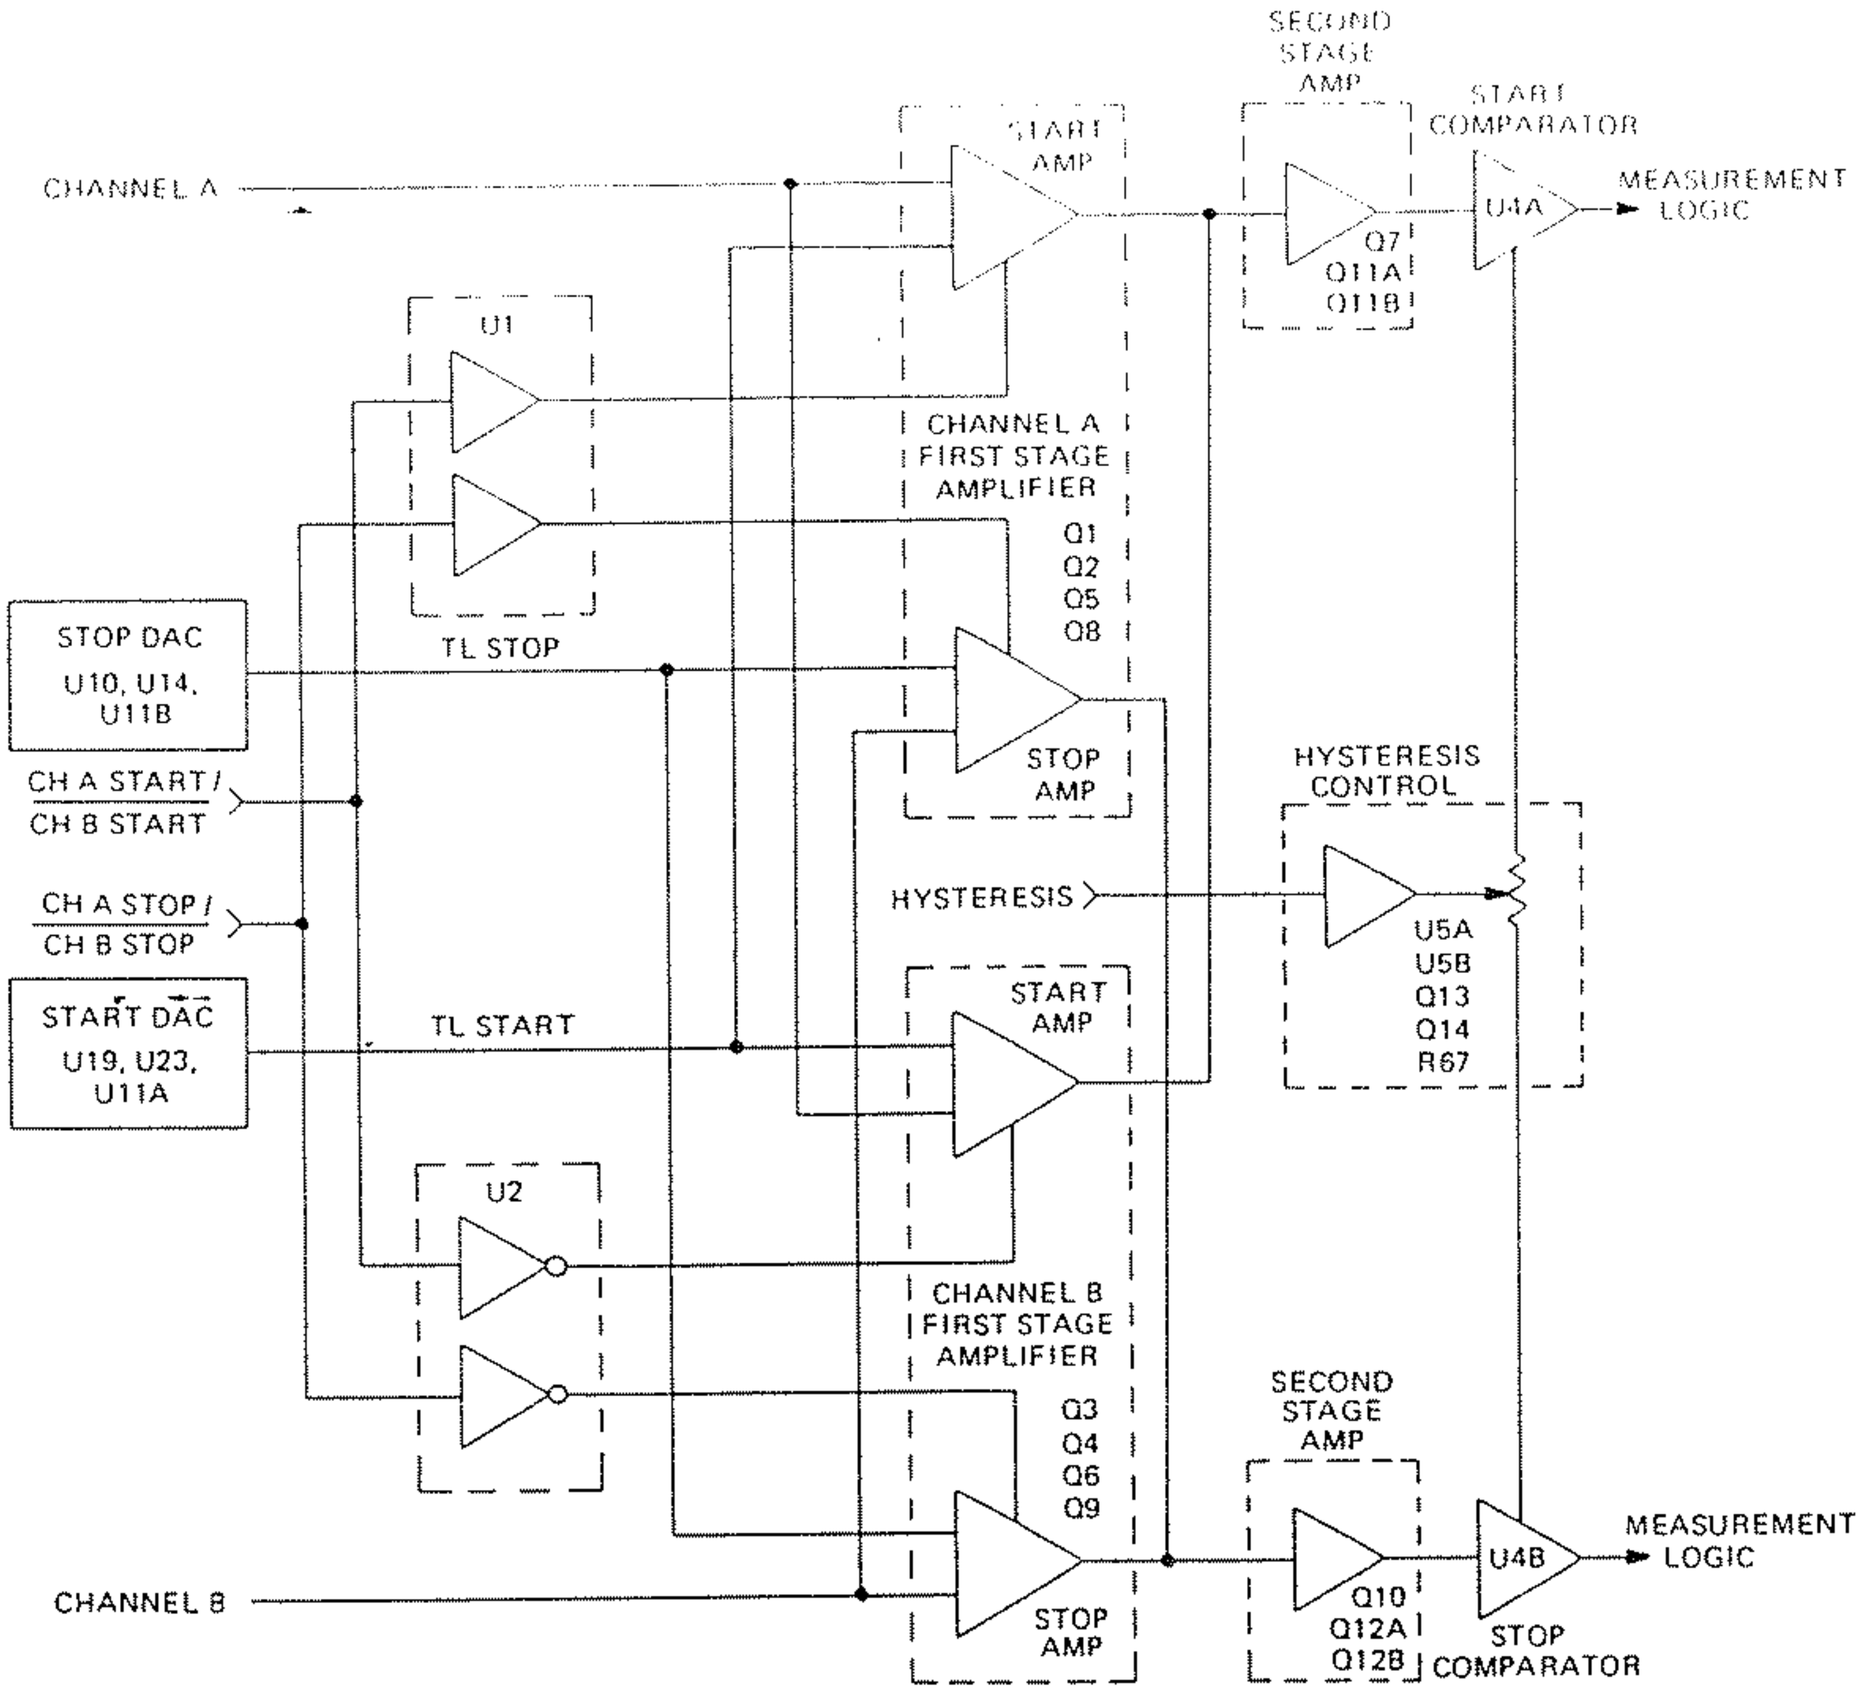
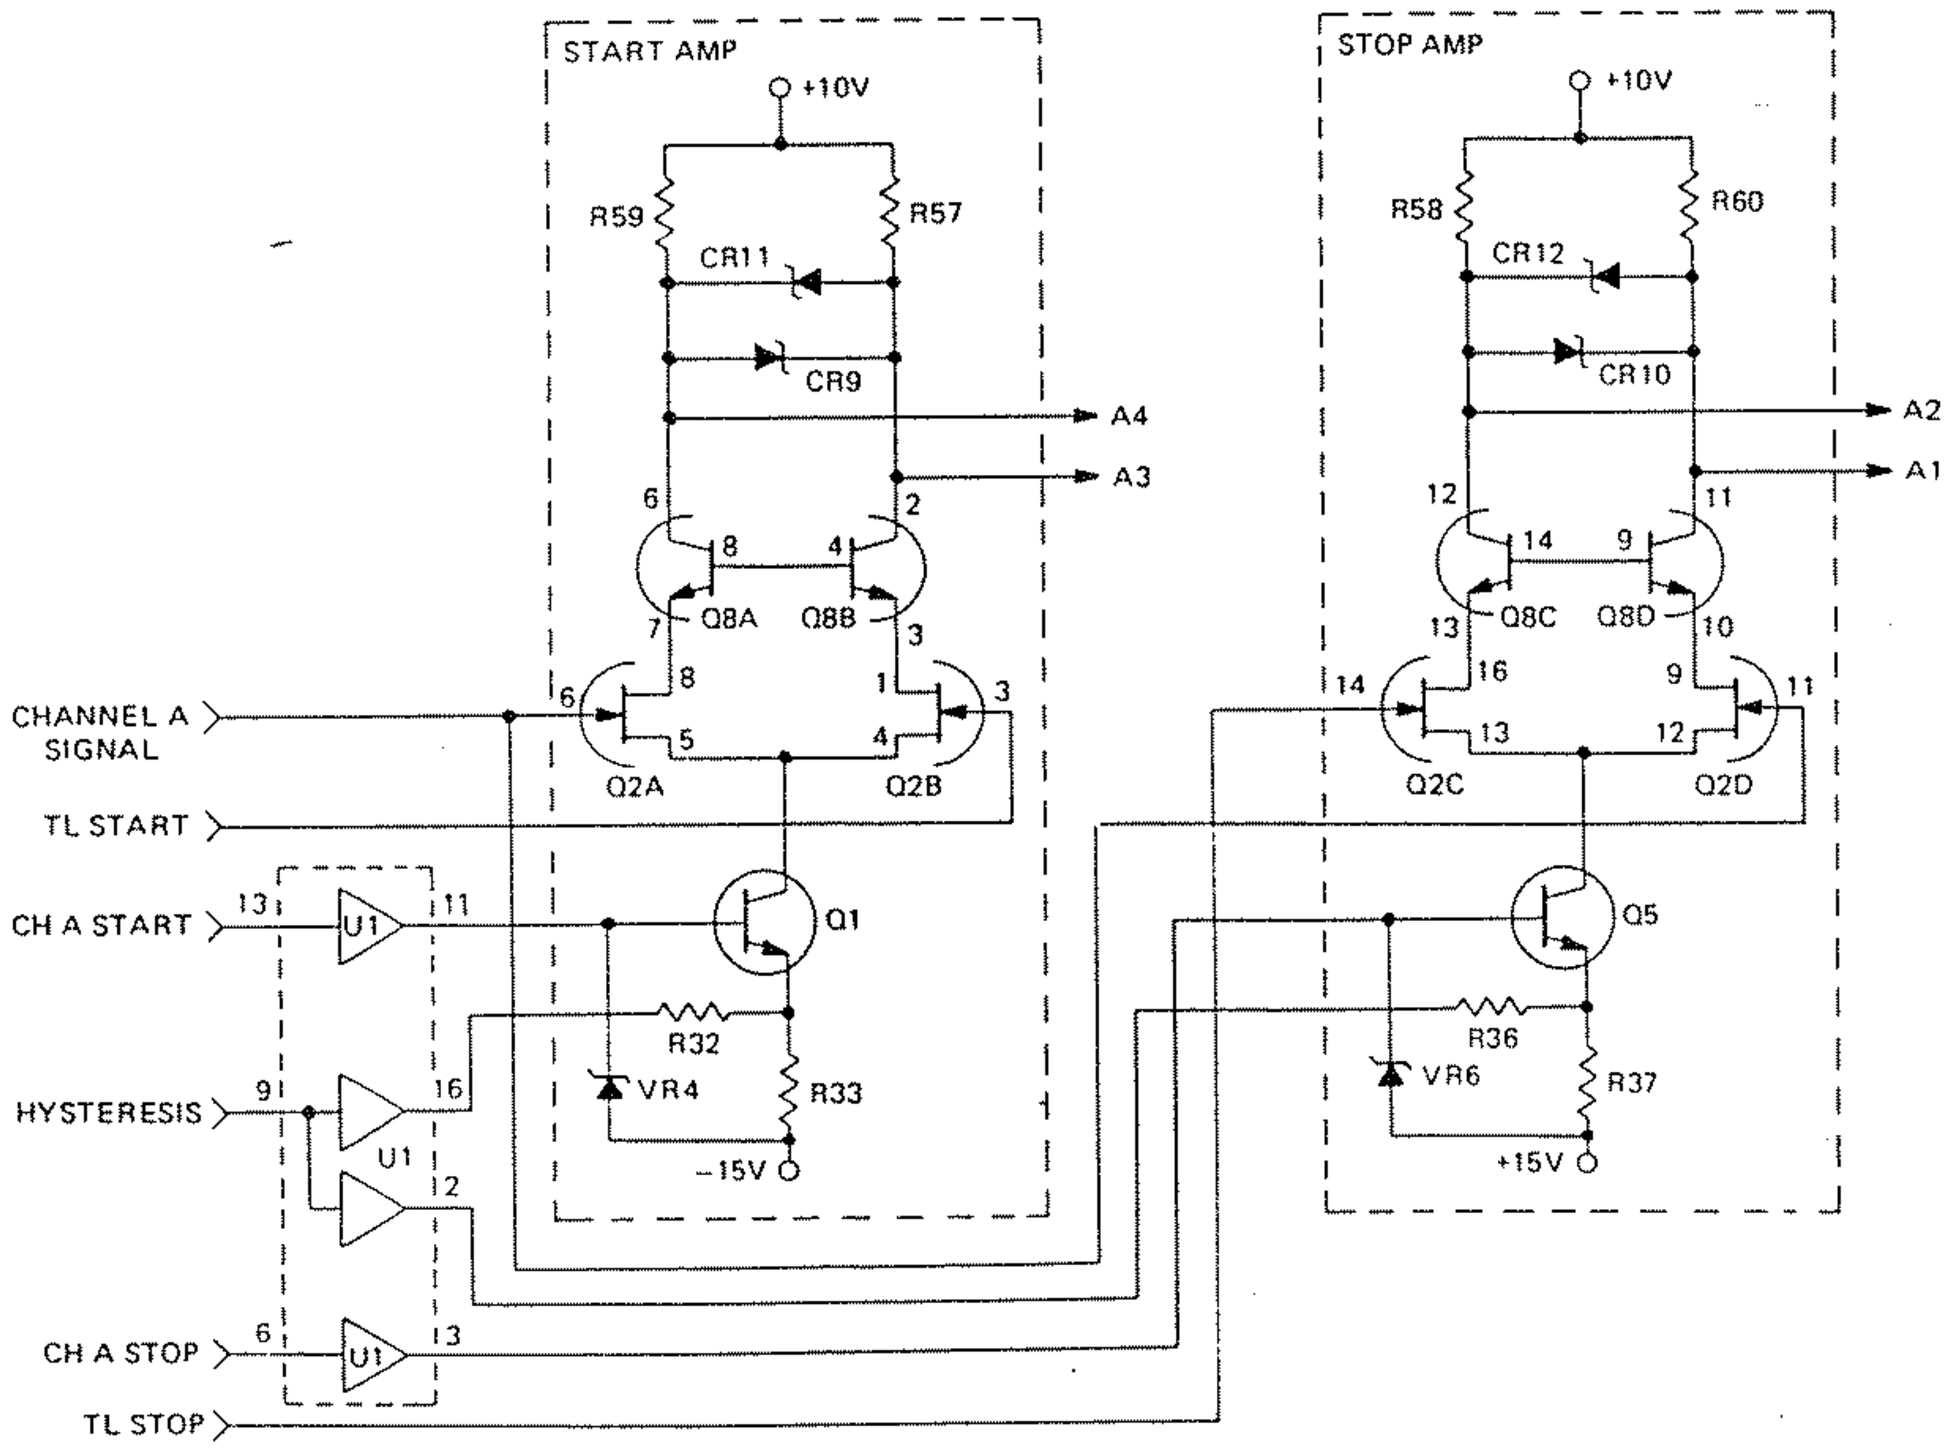

Figure 5.2 - Simplified Block Diagram for Channel A/B
Figure 5.4 - Start/Stop Buffer Amplifier Stage
5.3.2.1.1 Refer to the simplified block diagram in Figure 5.2 as required. Channels A and B on the 1995/1996 are identical and only channel A is described here. Measurement signals applied to Input A are first routed through the instrument's signal conditioning circuitry. This circuitry performs selected compensation, coupling, attenuation, and impedance.
5.3.2.2.2.1 Refer to Figure 5.4. The input buffer for channel A (channel B is identical) consists of two ICs, Q8 (transistor array) and Q2 (FET array). These two chips help to comprise two differential amplifiers called the start/stop amplifiers.
5.3.2.2.2.7 The level at which the start amplifier circuit triggers is controlled by a voltage at Q2B-3 (see Figure 5.4., the TL START line). This voltage comes from U11A-1 on the motherboard as shown in Figures 5.2 and 5.6.
5.3.2.2.2.8 The level at which the stop amplifier circuit triggers is controlled by a voltage at Q2D-11 (see Figure 5.4, the TL STOP line). This voltage comes from U11B-8 on the motherboard as shown in Figure 5.2.